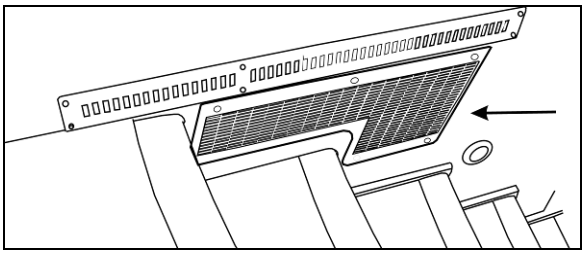
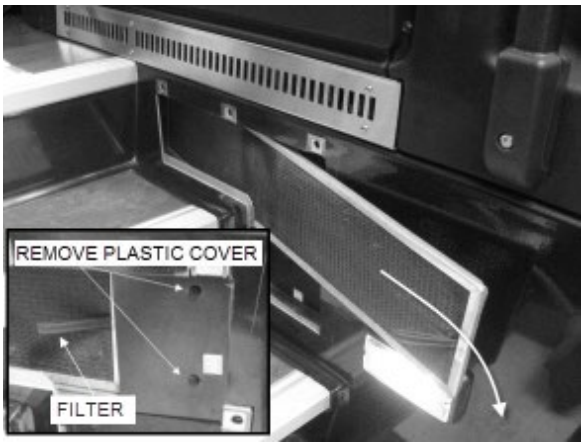

FIGURE 17: R.H CONSOLE AIR FILTER ACCESS GRILL (COACHES) 18505
FIGURE 18: REMOVING DRIVER'S SECTION AIR FILTERS
The driver's unit is located behind the R.H. console panel. To gain access to the air filter, unscrew the R.H. console's grill located in the entrance stepwell. Remove the plastic cover and slide out the recirculating air filter (**FIGURE 18**).
The driver's HVAC unit is located behind the dashboard's R.H. side panel. To gain access to the A/C filters, unscrew the grille located at the top entrance step (Figure 17). Unscrew the plastic cover and slide out the recirculating air filter (**FIGURE 18**). Doing so will give you access to the fresh air filter (see item 18, Figure 79).